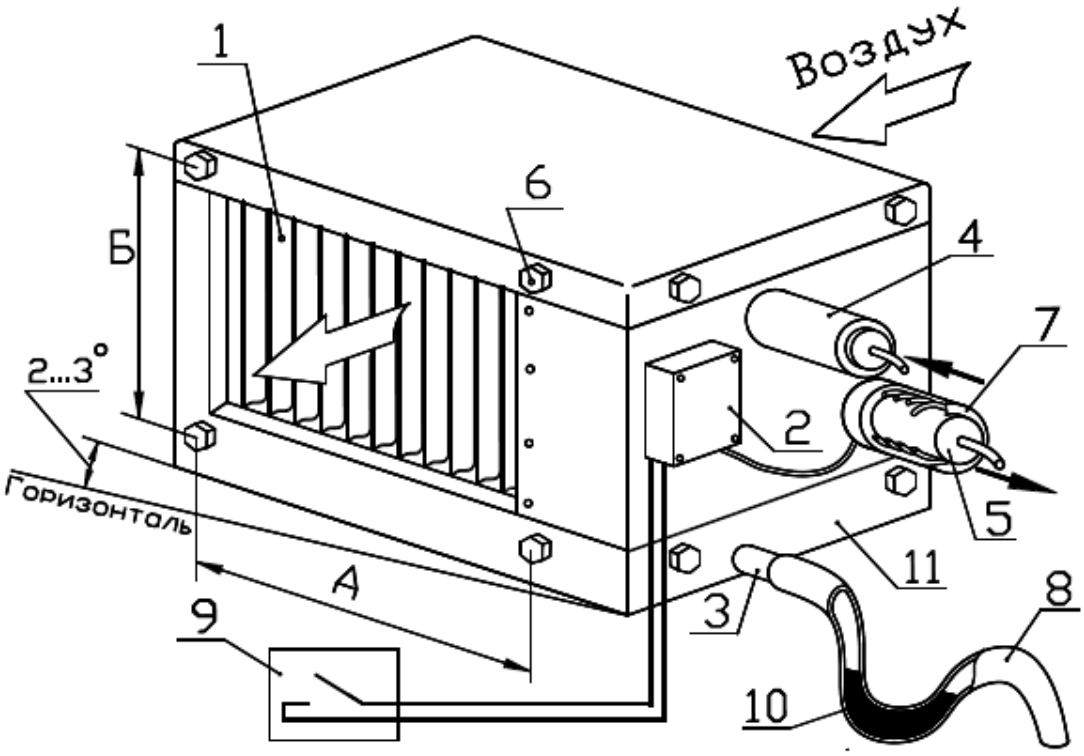

Рисунок 5.16 – Монтаж воздухоохладителей.
На патрубок (рисунок 5.16, поз.3) надевается шланг (поз.8) (внутренний Ø20мм) отвода конденсата (дренажа) из поддона (поз.11) образующегося при работе. Уклон шланга при прокладке должен быть не менее 1-2% (без подъемов и провисаний).
Медную трубку термостата необходимо плотно (без перегибов) намотать на выходную (газовую) трубку испарителя и закрыть её теплоизоляцией (поз.7) - см. рисунок 5.16.
- техническое обслуживание №1 (ТО-1): проводится ежемесячно. Производится контроль работоспособности дренажной системы и в случае необходимости снятие и чистка поддона (рисунок 5.16, поз.11) и его дренажной системы (поз.8).